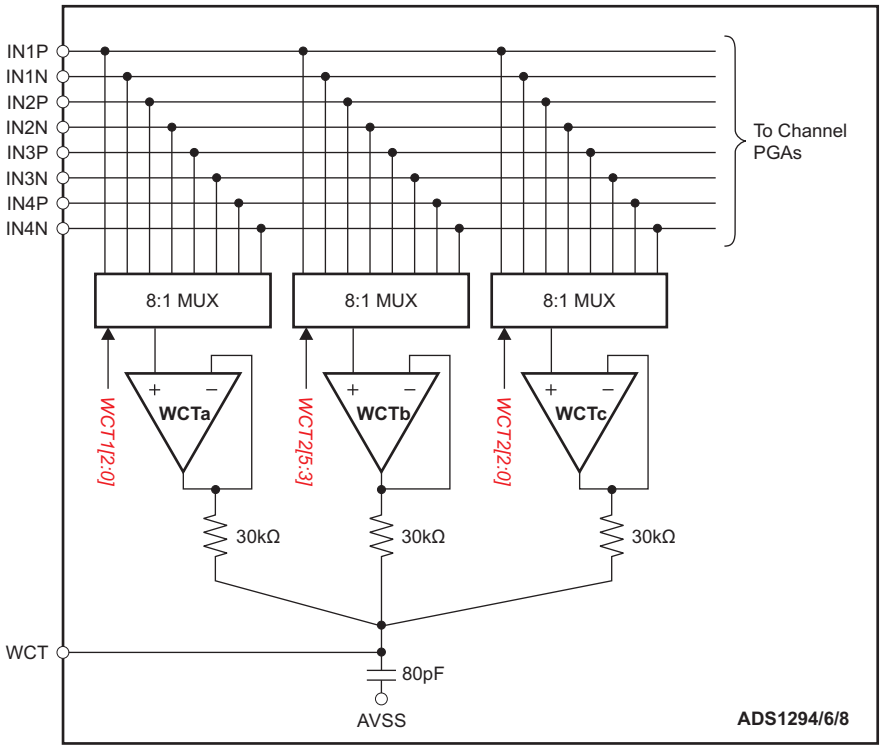

Figure 35. WCT 电压
在标准 12 导联 ECG 中，WCT 电压定义为右臂 (RA)、左臂 (LA) 和左腿 (LL) 电极的平均值。该电压用作胸导联测量的基准电压。ADS129x 具有三个可生成 WCT 电压的集成低噪声放大器。Figure 35 显示了实施的方框图。